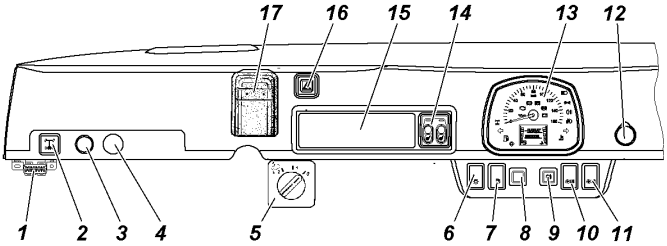
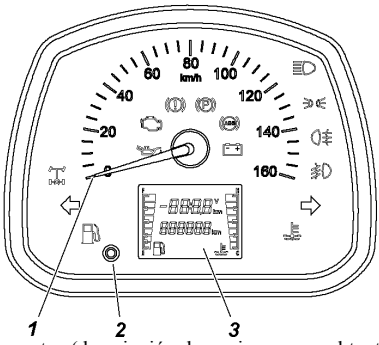

Fig. 3.3. Panel de instrumentos (ver designación de los elementos en el texto)
Fig. 3.4. Tablero de instrumentos (descripción de equipo ver en el texto)
1. **panel de instrumentos** (ver fig. 3.3);
En el panel de instrumentos (ver fig. 3.3) se encuentran:
Para activar el bloqueo mantenga presionado el botón 2 en el panel de instrumentos (fig. 3.3) hasta que se encienda el indicador del bloqueo del diferencial del puente trasero en el tablero de instrumentos (fig. 3.4).
En los vehículos dotados del sistema anti-bloqueo de frenos después de activarse el bloqueo el SAF (sistema anti-bloqueo de frenos) se desconecta de modo automático y se encenderá el indicador de estado inoperativo de SAF e indicadores de estado inoperativo del regulador de Distribución Electrónica de Fuerza de Frenada (DEFF) (EBD)) (ver fig. 3.4).
A todo instante se puede desconectar manualmente el bloqueo por presionar y mantener presionado el botón 2 (ver fig. 3.3) hasta desconectarse el indicador de bloqueo del diferencial del puente trasero (ver fig. 3.4). Aparte la desconexión se realizará de modo automático al girar la llave de arranque a la posición OFF o superarse la velocidad de 30 km/hora. Siendo desconectado el sistema de bloqueo los indicadores , y así como los del tablero de instrumentos serán apagados (ver fig. 3.4).
La fig. 3.4 presenta el tablero de instrumentos.